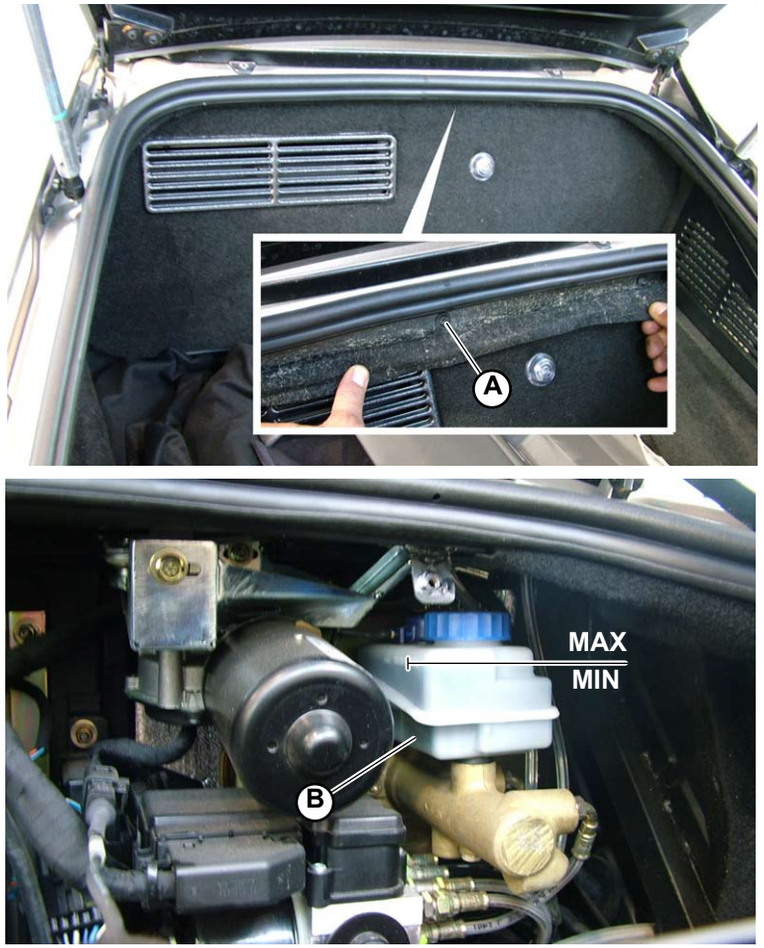

Fig.1
1. Visually check there is fluid inside the brake circuit fluid tank (**B-Fig.1**).